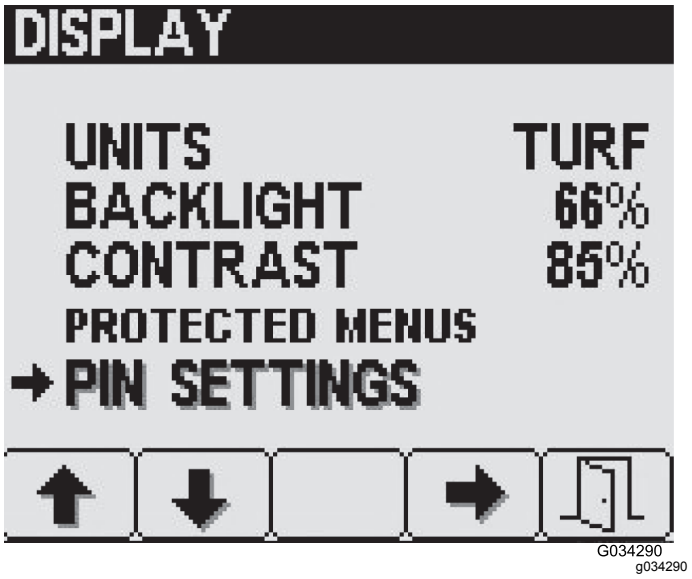

Figuur 31
1. Druk in het menuscherm Display op knop 2 om naar de optie Pincode-instelling te gaan en druk vervolgens op knop 4 om pincode-instelling te selecteren (Figuur 31).
1. Druk in het scherm Pincode-instellingen op knop 2 om naar de optie Pincode wijzigen te gaan en druk vervolgens op knop 4 om Pincode wijzigen te selecteren (Figuur 31).